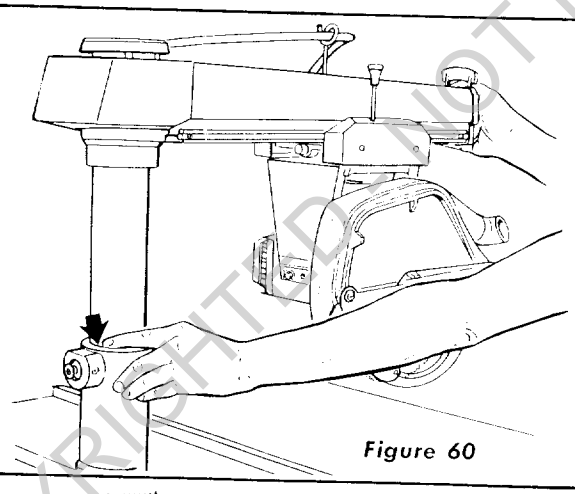

Figure 60
(1) Tighten arm latch handle.
(2) Grasp the arm latch handle with one hand and hold fingers of other hand at parting line between column tube and column support. (See figure 60.)
(3) Apply gentle side force to the radial arm in opposing directions. Any looseness between column and column support (indicated by arrow in figure 60) can be felt with fingers.
(4) If looseness can be felt, perform the following operations: